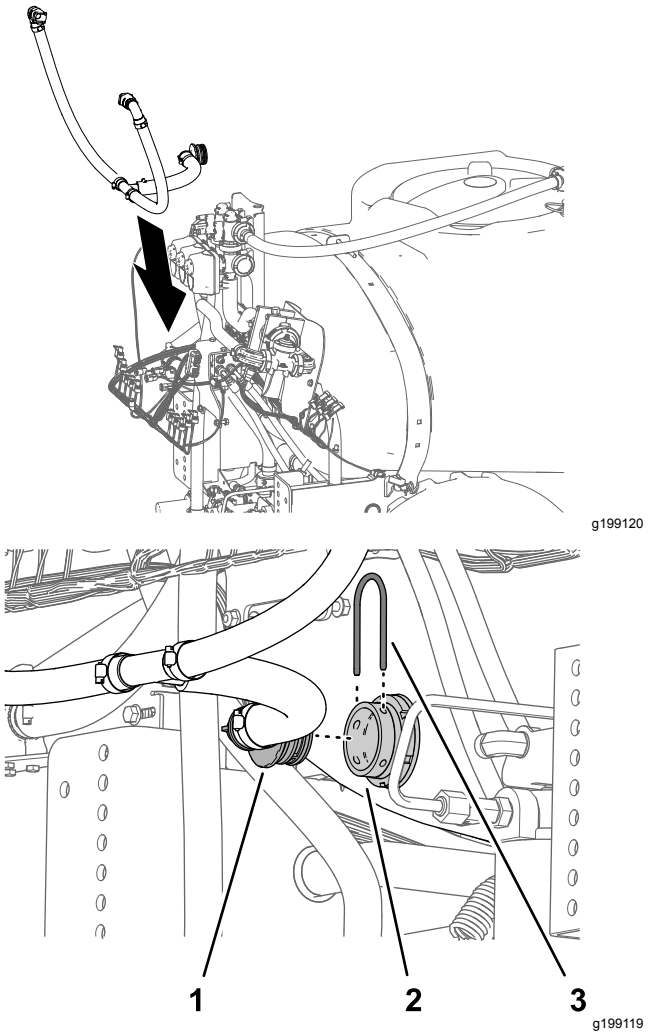

Figur 92
1. Ret omløbsslangen ind efter sprøjtetanken (Figur 92).